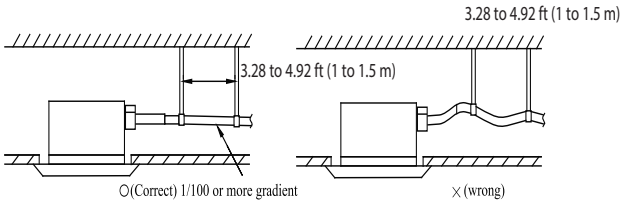

Fig. 8 — Drain Hose
- To prevent a bend in the drain hose, the distance between the hoisting stand should is 3.28 to 4.92 ft. (1 to 1.5 m) (see Fig.8).